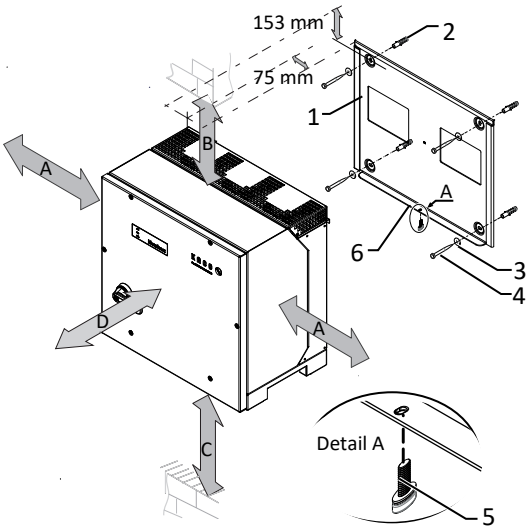

Abb. 11: Mindestabstände für Wandmontage
3. Beiliegende Schraube an der Lasche der Halterung einsetzen und Gerät zur Sicherung gegen Ausheben befestigen [🔧 T30 / 📶 2 Nm] ([Siehe Abbildung 11 [▸ Seite 17]).